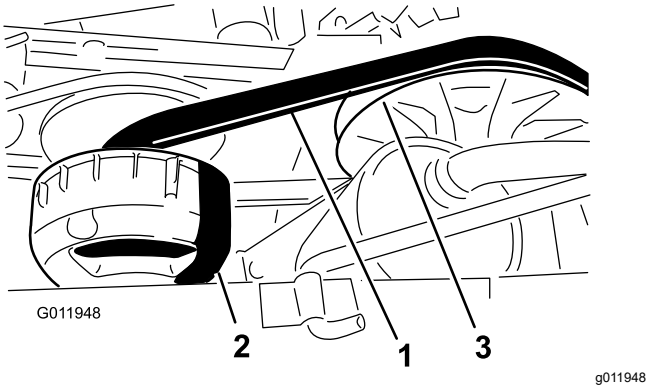

Figura 56
4. Haga girar la correa e inspecciónela (Figura 56) para asegurarse de que no está excesivamente desgastada o dañada.
3. Haga girar la correa y llévela sobre el embrague secundario (Figura 56).
4. Retire la correa del embrague primario (Figura 56).
5. Coloque la correa nueva sobre el embrague primario (Figura 56).
6. Haga girar la correa y llévela sobre el embrague secundario (Figura 56).